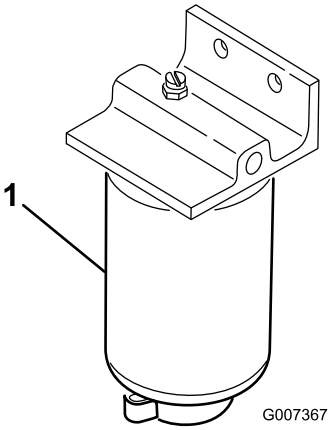

Figur 51
Tapp vann eller andre urenheter fra vannutskilleren (Figur 51) daglig. Skift ut filterbeholderen etter hver 400. driftstime.
2. Løsne tappepluggen på bunnen av filterboksen (Figur 51).